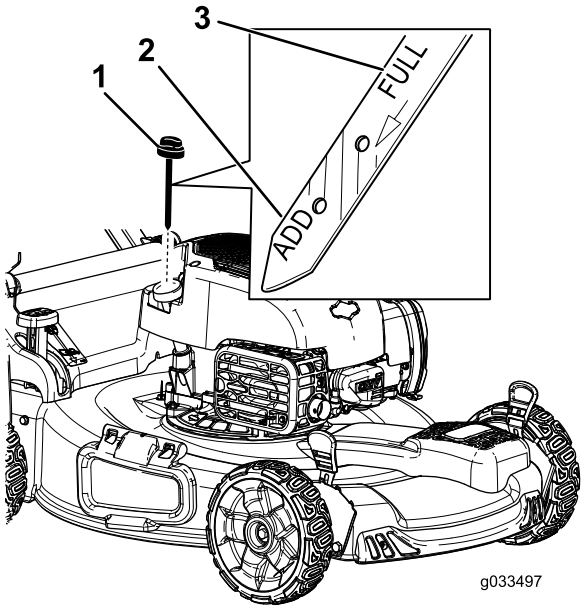

Figuur 8
2. Neem de peilstok eruit (Figuur 8) en giet ongeveer 3/4 van de capaciteit van het oliecarter in de vulbuis.
5. Haal de peilstok eruit en controleer het oliepeil; zie Figuur 8.